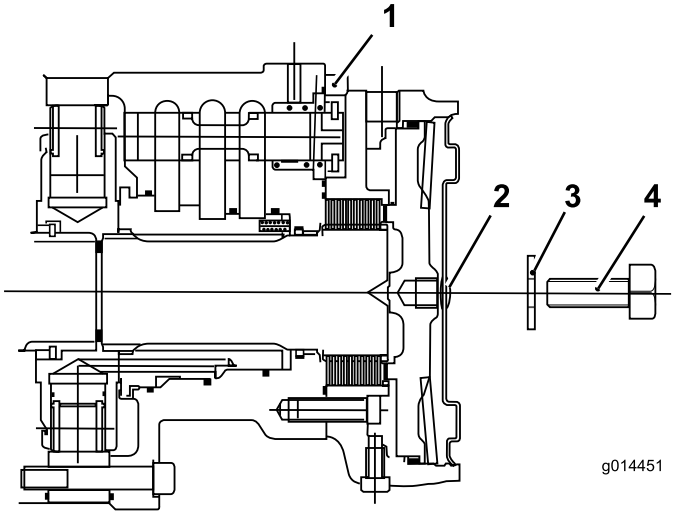

Figuur 64
C. Plaats de zeskantige plug in de zijkant van de motor (Figuur 64).